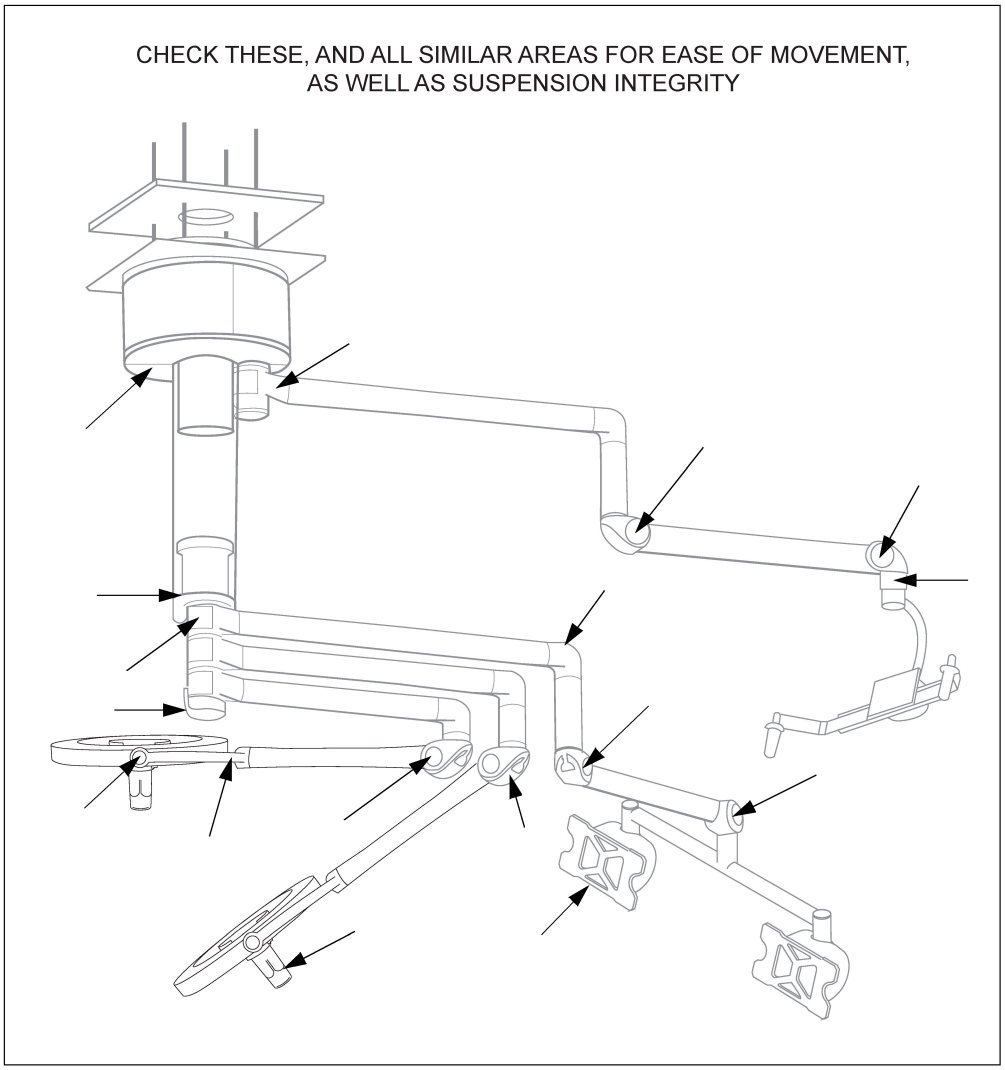
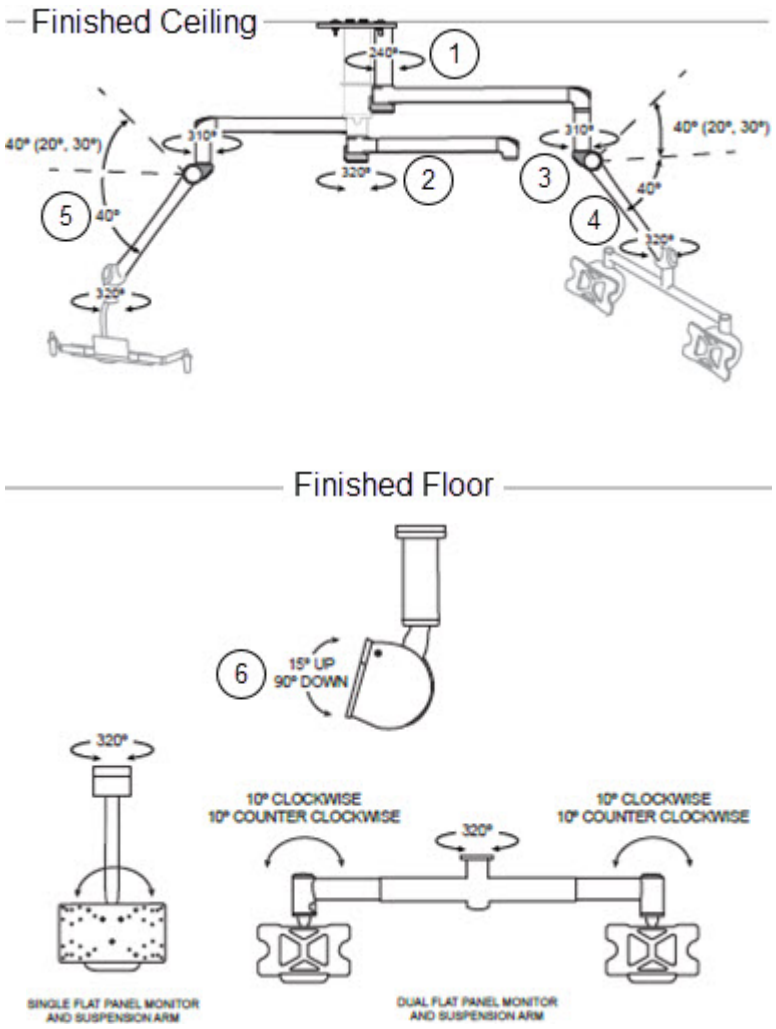

Figure 5-1. Check Suspension
Figure 5-2. Monitor Arms Positioning
Before operating the equipment, complete the pre-operation checklist provided in this section. It is essential to the safe operation and continuing maintenance of this equipment to verify the installation is complete and correct. (Refer to *Figure 5-1*, and *Figure 5-2* to locate parts.).
Visually inspect suspension, especially joints, for compromised integrity, such as loose fasteners, covers, or components. Refer to *Figure 5-1* for typical points on the suspension.
Verify that suspension system moves through all articulations smoothly without binding. Lightheads and monitors should move smoothly and easily. When positioned, the lighthead and monitor support arms should not drift. If binding or drifting is present in suspension movements, call your STERIS service representative to make adjustments. See *Figure 5-1*.
Refer to *Figure 5-2*. Monitor support arms are capable of the following articulations: (1) rotate 240° at auxiliary spindle; (2) rotate 320° at central spindle; (3) rotate 310° at the horizontal extension arm; (4) rotate 320° at the spring arm/yoke spindle; (5) move up or down by pivoting at spring arm knuckle up to 40° (20°, 30° stop locations) up, and 40° down. Monitor yoke also allows (6) tilt15° backward (up) and 90° forward (down).